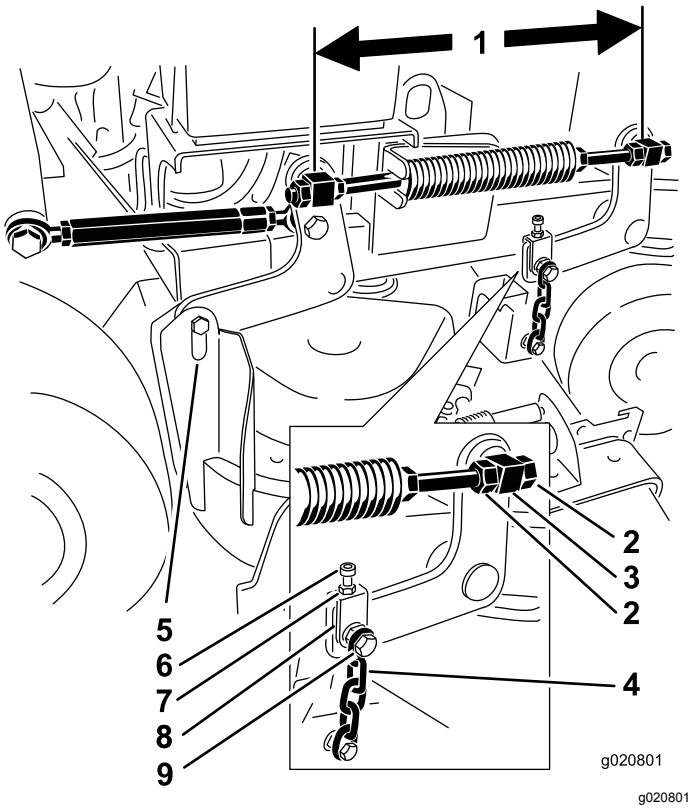

**Figur 82**
6. Kontroller afstanden mellem drejeleddene ved at måle fra drejeleddenes midte (længden fra midte til midte) på hver gevindstang (Figur 82).
11. Løsn den øvre kædebolt, hvis justering er nødvendig (Figur 82).
5. Løsn de øvre kædebolte (Figur 82).